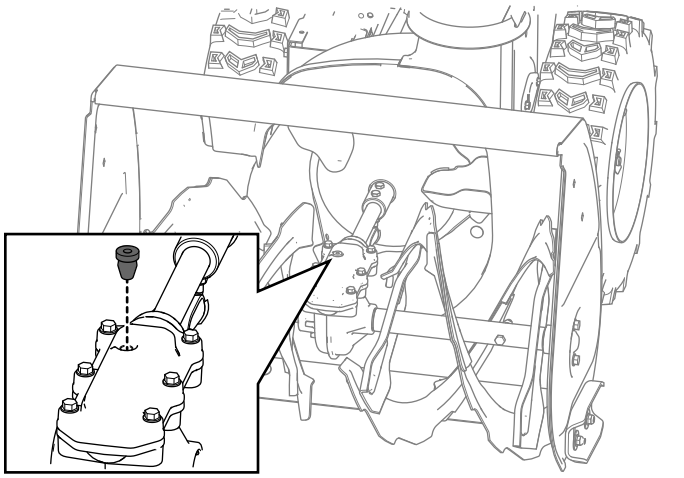

**Figur 38**
2. Rengør området omkring rørproppen, og fjern rørproppen fra gearkassen (Figur 38).